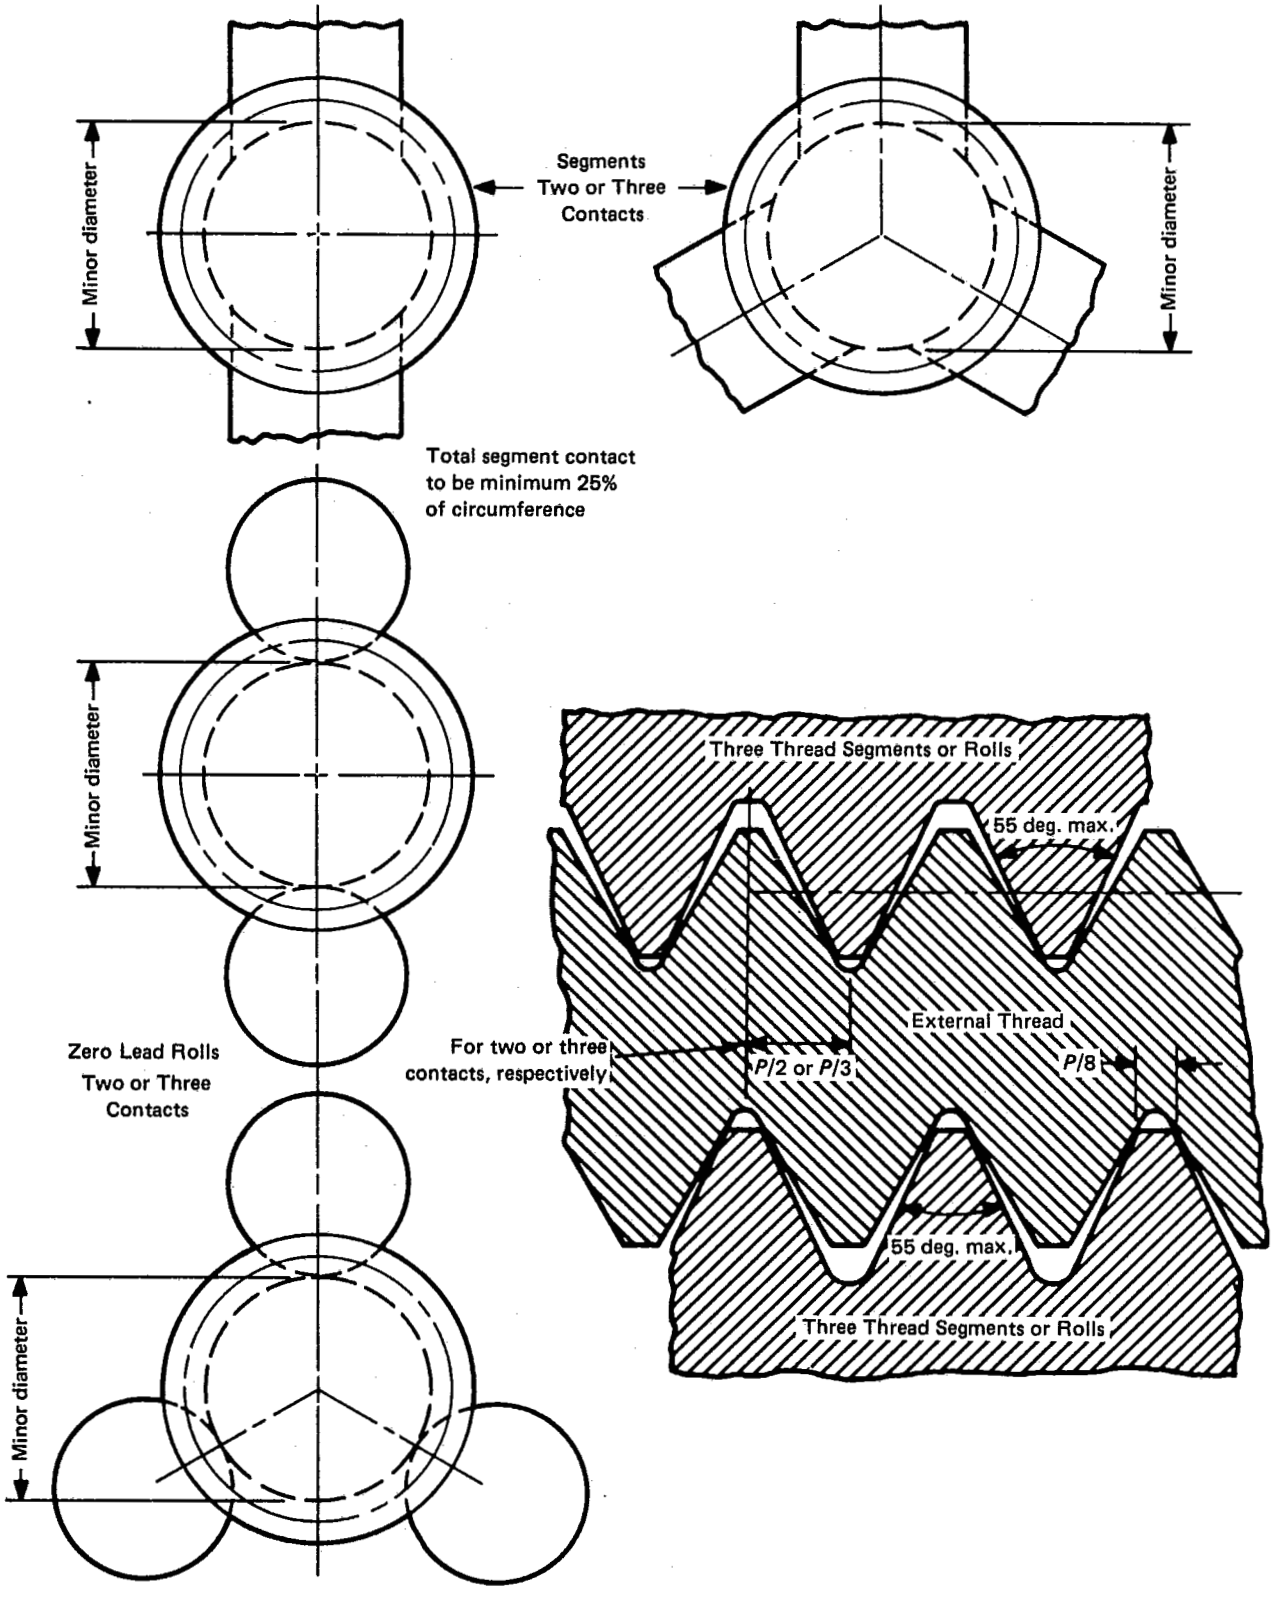

FIG. 34 INDICATING DIAMETER GAGES—MAX.-MIN. MINOR DIAMETER LIMIT AND SIZE
5.16.2 Basic Design. A thread indicating gage with segments or rolls has a thread form of 55 deg. maximum. There are usually three threads in segments and three ribs on rolls. See Fig. 34.